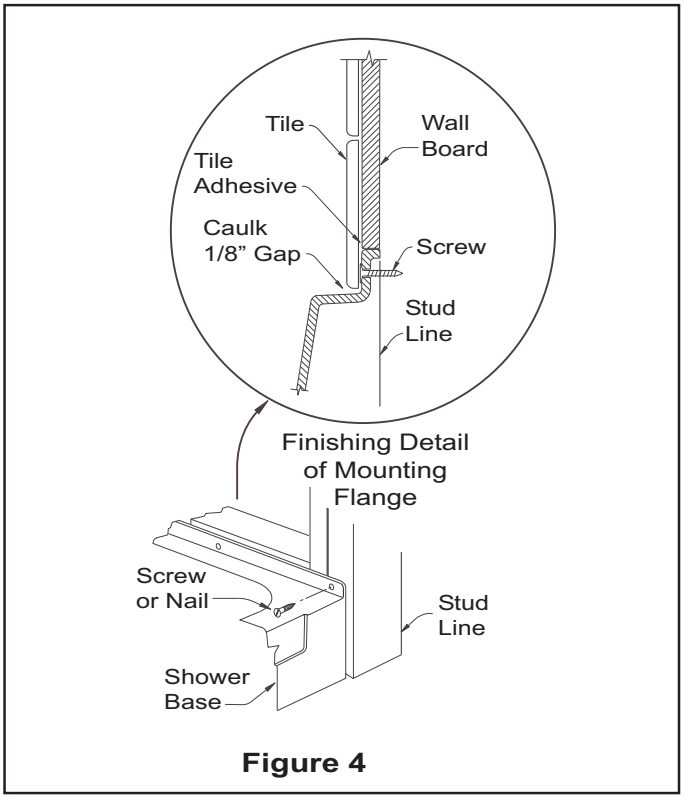

Figure 4
3. Wall board with water resistant finished material such as ceramic tile must be installed to complete the shower enclosure. Plan for use of these materials. *(See Figure 4 for more details)*
2. Finish rough plumbing, but leave unstrapped at this stage. Find drain line and trap locations as shown in *Figure 4*.
11. Finish wall materials above the shower pan is of owners or installers preference. The diagram in *Figure 4* details an example of a typical wall enclosure. In this example, a thin wood strip is attached to each framing stud above the shower mounting flange. This will allow the wall board to be installed plumb and slip down over to cover the mounting flange and mounting screws. (Using the wood strips is optional, however wall board should always cover the mounting flanges). Leave a 1/8" gap between the bottom edge of the wall board and the finished surface of the shower pan. Caulk this gap.